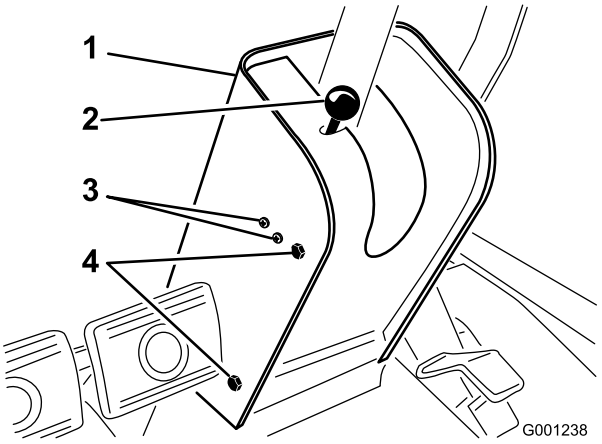

Figur 61
2. Ta knotten av parkeringsbremsestangen, og ta av skruene fra rattstammedekselet (Figur 61).
4. Løsne skruene og mutterne som fester PARKERINGSBREMSEBRYTEREN til venstre side av rattstammen (Figur 61).